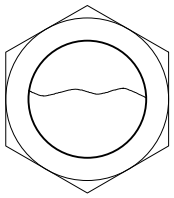

Fig. 5
Unscrew the venting device (672.31) and add oil up to the middle of the sight glass (642.31), Fig. 5. When pump is running oil level in the sight glass can be little variable. With lower speed oil level can go little bit lower and higher speed go little up (air is mixing into oil. Screw the venting device (672.31) back in place. See the oil volumes in Table 6.
- Pipe punch series for roller bearings and lubrication rings. Fig. 5.